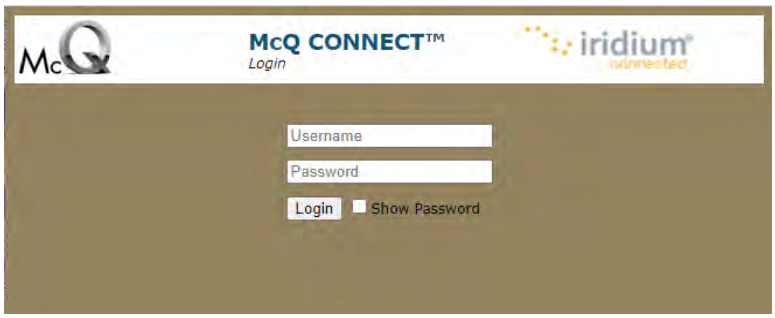

Figure 13: McQ Connect® Log In Page
9. Enter the following (default) credentials in the Login fields (Figure 13):